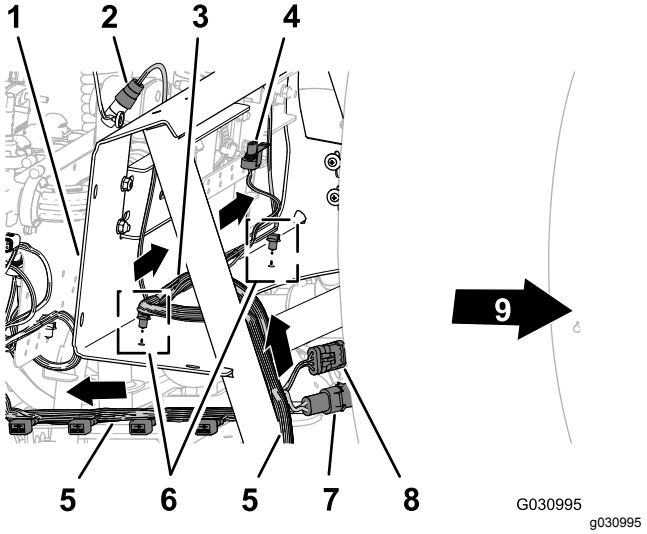

Figur 106
1. Dra den 218,4 cm långa kablagedelen inuti stödet för ventilfästet och bakåt mot fästet för de tio ventilerna enligt Figur 106.
2. Dra den 75,5 cm långa kablagedelen för flödesmätaren och omrörningsventilen över grenrörsfästets framsida (Figur 106).
3. För in tryckfästelementen på den 75,5 cm långa kablagedelen i hålen i den nedre flänsen på grenrörsfästet (Figur 106).